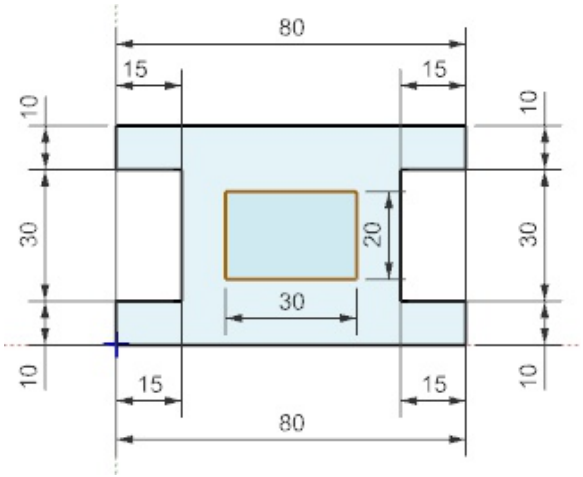

Figure 2-65 *Final sketch for Tutorial 1*
5. Press the Esc key to exit the tool. The final sketch for Tutorial 1 is shown in Figure 2-65.